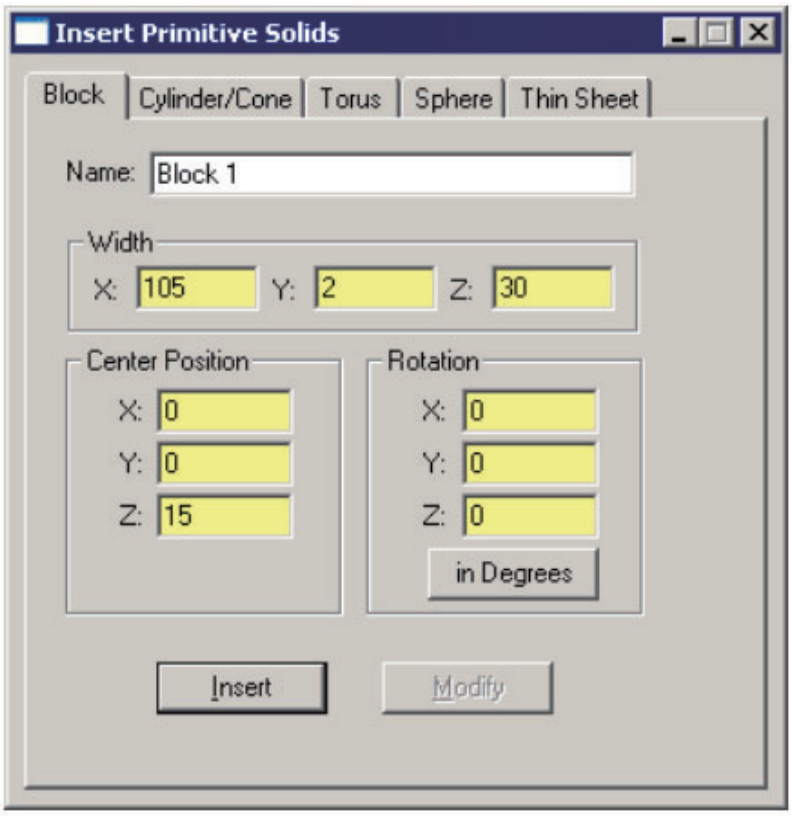

FIGURE 9.18 - Insert a block into a TracePro model as a substrate for the Conical Hole surface.
15. TracePro で、**[ジオメトリ｜プリミティブソリッド]** ダイアログボックスを使用して、図 9.18 に示す寸法でブロックを挿入します。